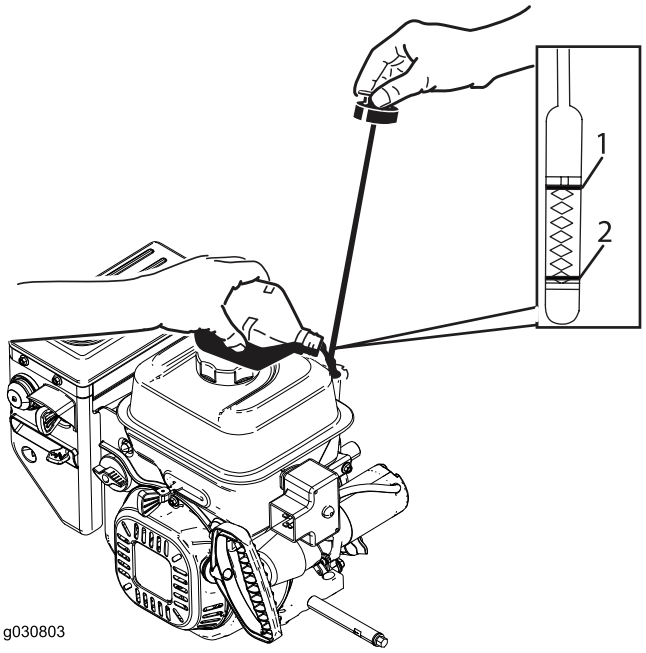

Figur 41
2. Fjern målepinden, og kontroller oliestanden (Figur 41). Hvis oliestanden er under mærket Add (fyld på), skal du påfylde olie. Se (side).